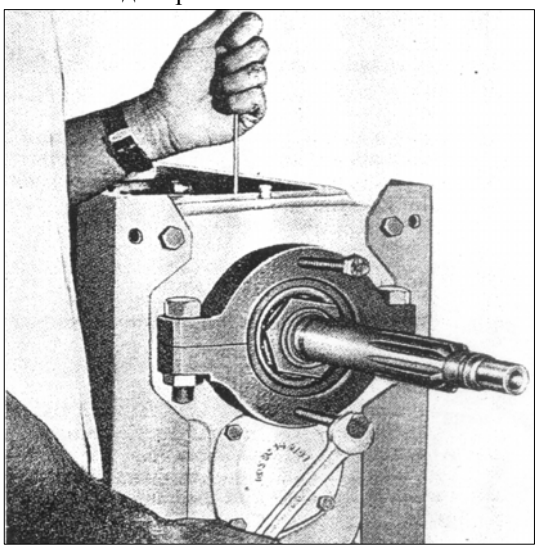

РИС. 199
9) Выньте упорное кольцо из подшипника с цилиндрическими роликами на первичном вале с помощью клещей для снятия и установки стопорных колец. Вставьте специальный инструмент №2505 5890 0108 в паз подшипника с цилиндрическими роликами первичного вала (см. рис. 199) установите шестерню 5-й скорости и синхронизирующее кольцо так, чтобы оба отверстия находились в положении на 12 часов (пропущенный зубец на зубчатом венце шестерни указывает положение отверстия) с помощью гравировальной иглы или тонкой отвертки надавите стопорное полукольцо как можно дальше вниз. Теперь начните одновременно затягивать 2 болта съемника №2505 5890 0108 пока стопорная шайба не выйдет из паза ступицы синхронизатора. В этот момент вытащите иглу или отвёртку (см. рис. 199) снимите стопорное полукольцо и пружину с ведущего вала. Снимите роликовый подшипник.